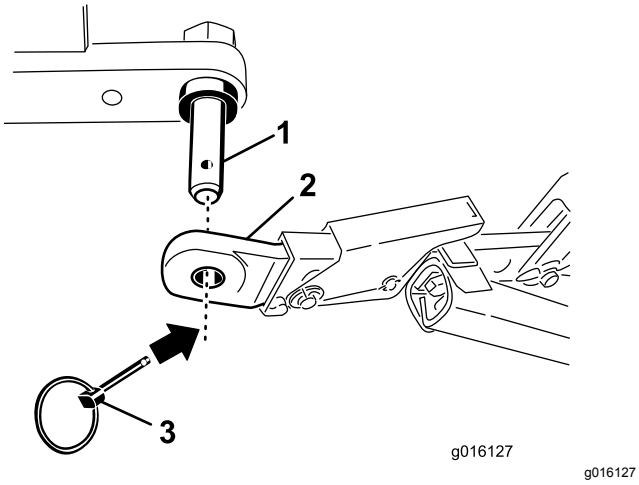

**Figur 3**
4. Fest nedre leddarmer til luftemaskinens monteringspinner med ringstiftene (Figur 3).